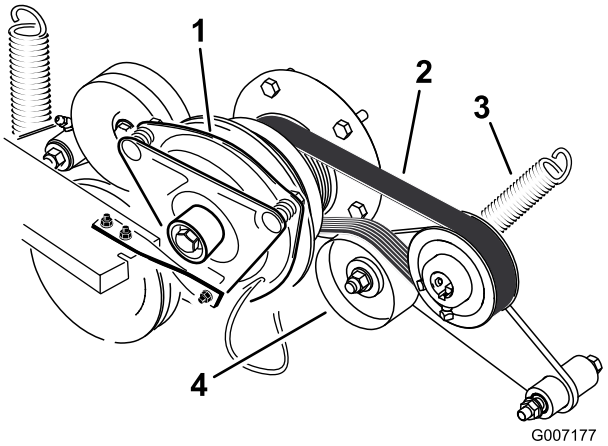

Figur 65
3. Fjern fjæren fra lederullarmen (Figur 65).
4. Legg den nye remmen rundt motorremskiven og hydropumpens remskive (Figur 65).
6. Monter fjæren på lederullarmen (Figur 65).